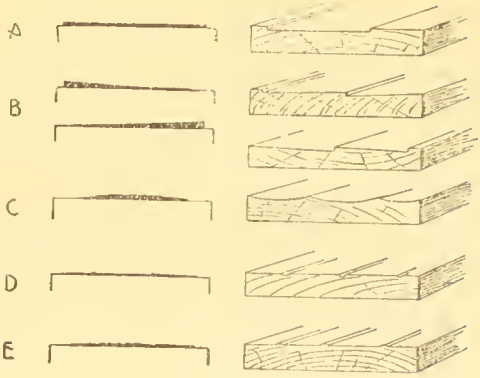

Fig. 16
1. The blade may be ground straight across and set out too far. Fig. 16, A.
2. The blade may project too far on the right or on the left side. Fig. 16, B.
3. The blade may be ground with too much curve. Fig. 16, C.
4. Small grooves may be produced by chips in the plane or by the edges or ends of the bottom of the plane becoming battered. Fig. 16, D. Remove such small projections with a file.
5. There may be nicks in the blade. Fig. 16, E.